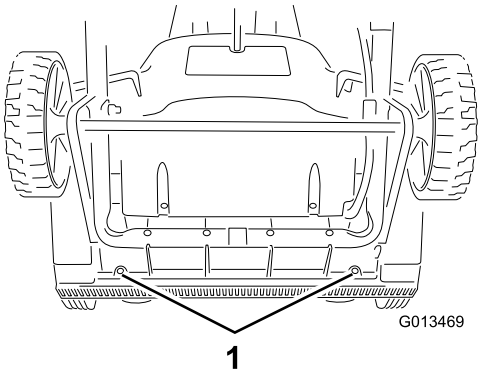

Figur 14
1. Ta bort skruven från de båda sidoplåtar som håller skrapan på plats (Figur 13) och de två skruvarna på maskinens undersida (Figur 14) som håller fast skrapan på maskinen.